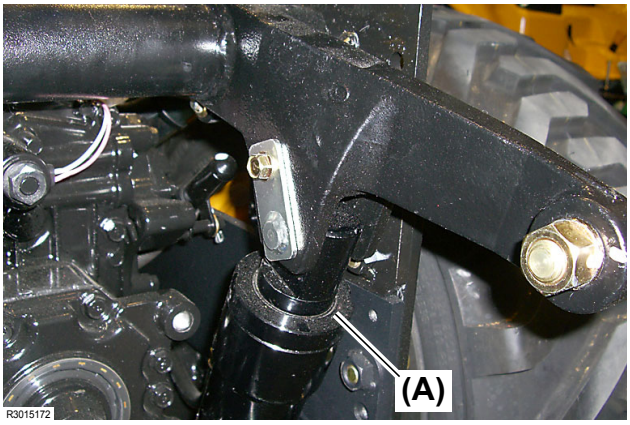

Fig. 2
1. Place an oil pan under the lift cylinder **(Fig. 2, (A))** so as to receive oil.